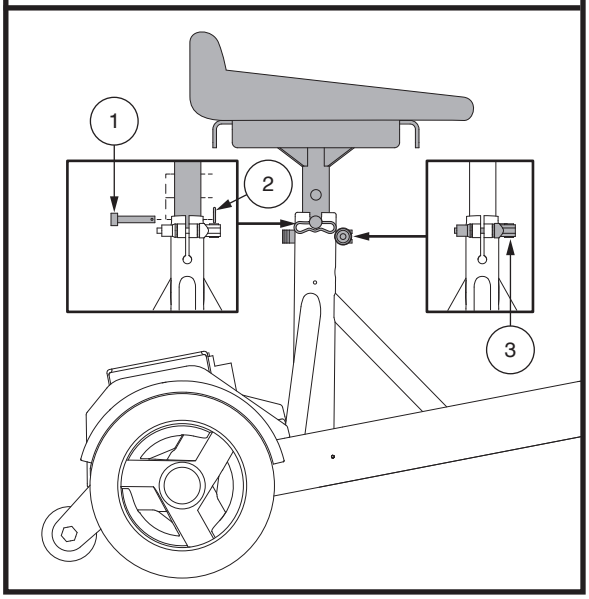

Figure 19. Seat Height Adjustment
The seat can be repositioned to different heights. **See figure 19.**
1. While holding the seat, align the adjustment holes on the seat and lower seat post slot and insert post. **See figure 19.**